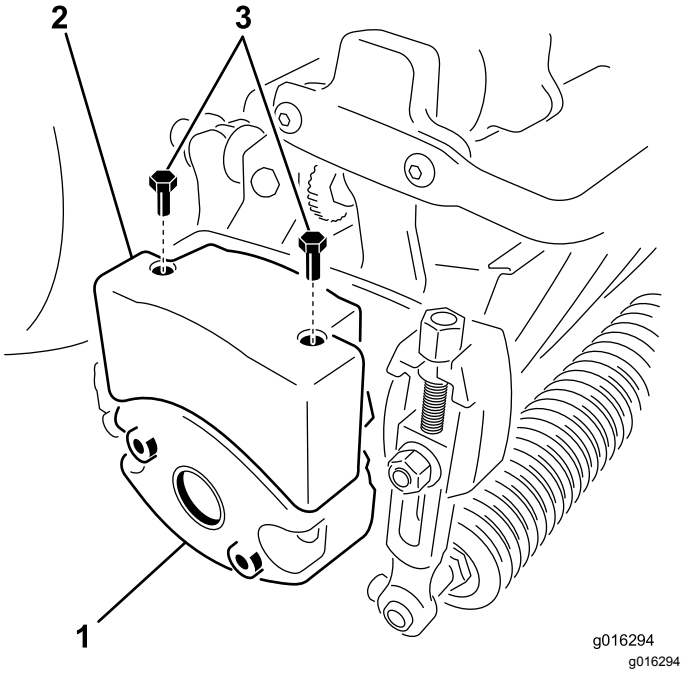

**Figur 10**
4. Fjern de to boltene som fester vekten på venstre side av klippeenheten (Figur 10).
6. Monter en øvre vekt på klippeenhetsvekten ved hjelp av to sekskanthodeskruer (Figur 10).